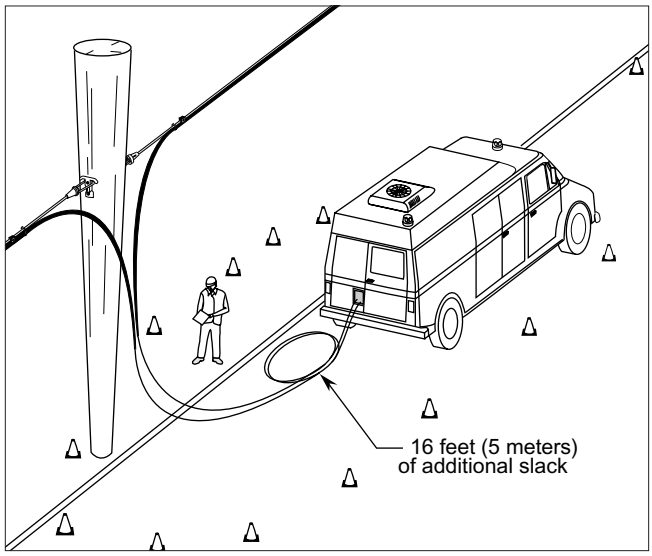

Figure 4— Splice location
3.10 Select splice locations during the survey and make plans for closure and cable slack storage. Corning Cable Systems recommends that at splice points, installation crews leave enough cable slack on each cable end to reach the ground and into a splice vehicle, plus 16 feet (5 meters) (Figure 4). This cable slack must be taken into account when ordering cable lengths. Consider the accessibility of these splicing locations by splicing vehicles. These locations should not fall in sites where access is inconvenient or hazardous.